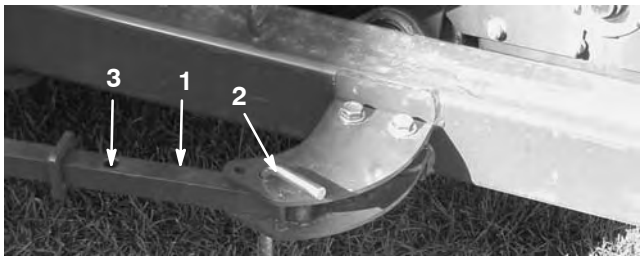
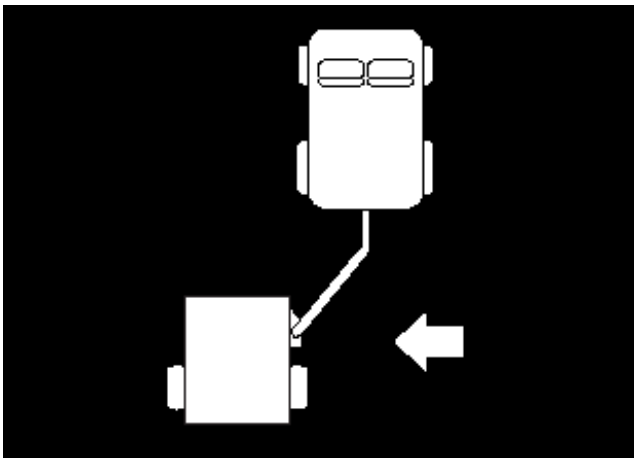

**Figure 34**
**Figure 35**
2. Retirez la goupille de fixation du bras de commande à la languette de commande avant (Fig. 34).
3. Poussez la balayeuse vers la gauche (Fig. 35) jusqu'à ce que la goupille puisse être introduite dans le trou arrière du bras de commande (Fig. 34).
4. Montez la goupille de fixation du bras de commande à la languette de commande avant (Fig. 34).